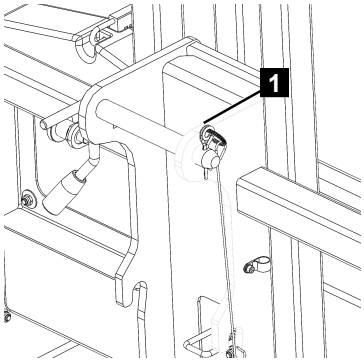

Fig. 127
6. Insert the spring cotter pin into the locking pin (Fig.127/1).